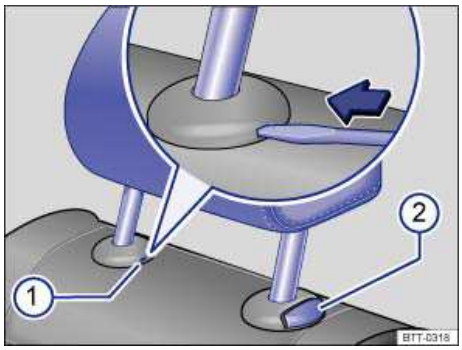

Fig. 40 Removing the rear head restraints.
- If necessary, press the flat blade of the screwdriver from the vehicle tool kit into the slit of the trim cap ⇒ fig. 40 (1) in the direction of the arrow and hold it in this position.
- At the same time press button (2) while a second person pulls out the head restraint completely.